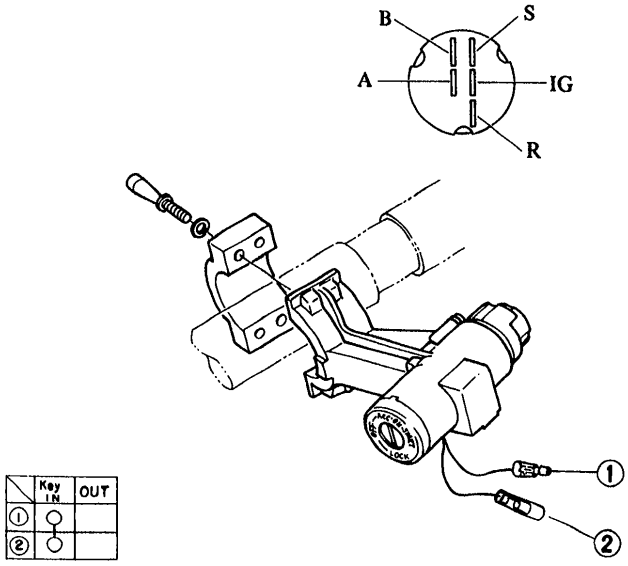

Fig. BE-144 Ignition switch
Test continuity between two harnesses ①–② indicated in Figure BE-144. There must be continuity when key is inserted into switch. On the other hand, continuity must be broken, when key is removed from ignition switch.